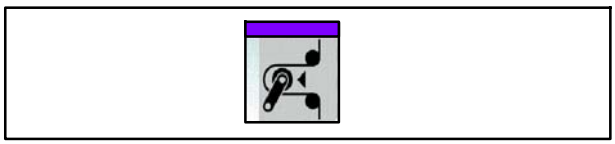

Fig. 74 Touche Enclencher/couper la tension de bande
25. Appuyer sur la touche Enclencher/couper la tension de bande (Fig. 74) pour enclencher la tension de bande